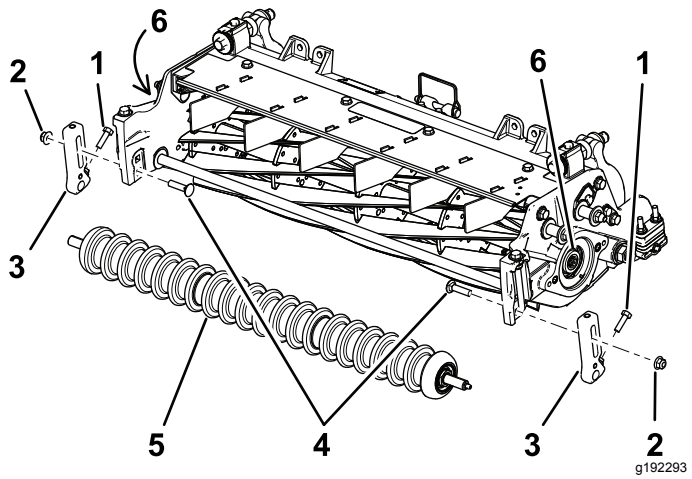

Figur 3
2. Fjern låseboltene og mutterne som fester klippehøydebraketten (HOC) til klippeenhetens sideplater (Figur 3).
3. Løsne skruene som fester klippehøydebrakettene til fremre valseaksel (Figur 3).
4. Fjern de eksisterende klippehøydebrakettene og fremre valse fra klippeenhetens sideplater (Figur 3).
6. Fjern og kast det eksisterende kileinnlegget fra hver ende av spoleakselen med spoledrivakselverktøy (delenr. TOR4074 for 17,8 cm spole). Se Figur 3.